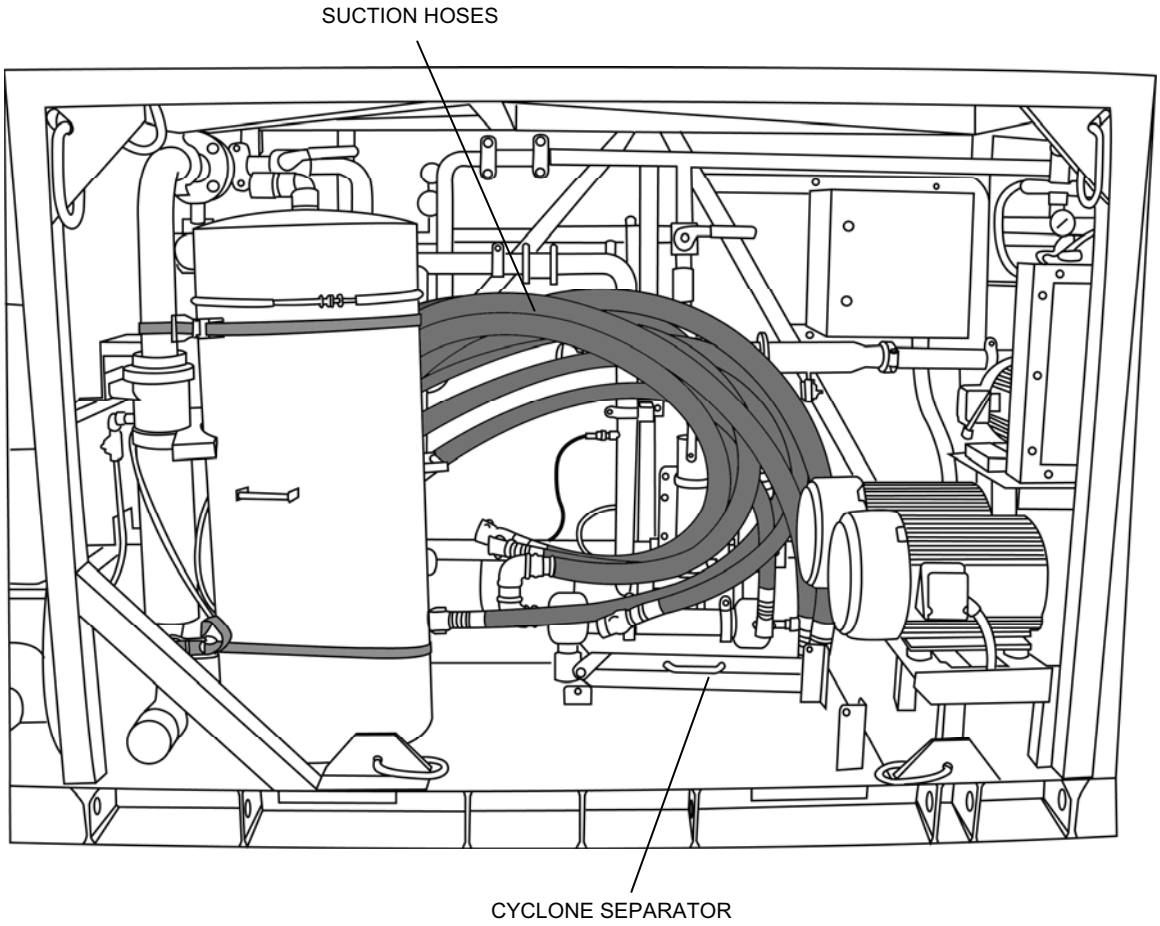

Figure 9. Equipment Area Off-Load 2.
7. Remove the suction hoses packed on top of the cyclone separator and behind the NBC tank (Figure 9).